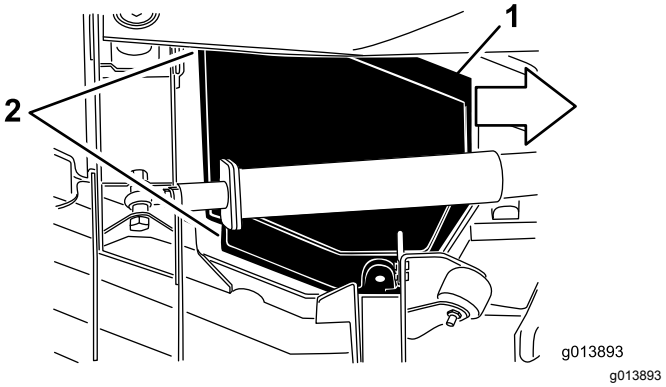

Figur 67
5. Lyft upp skyddet och skjut det samtidigt mot traktorenheten med cirka 2,5 cm, så att den yttre kanten på skyddet lossas från däcket (Figur 67).